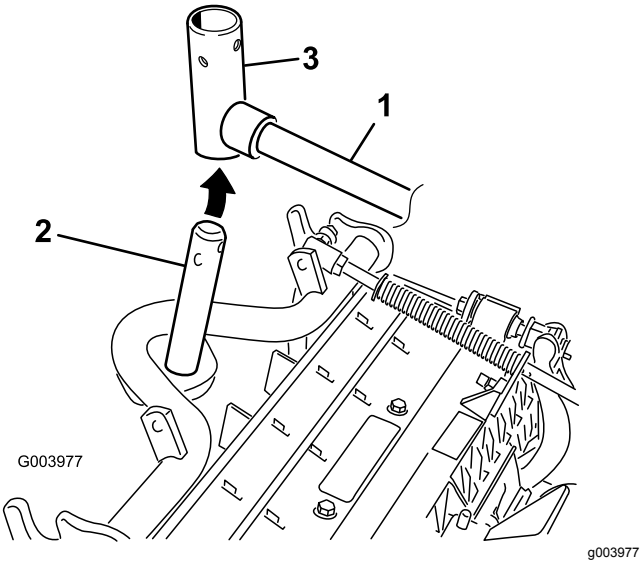

**Figur 10**
8. Hvad angår de forreste klippeenheder, skubbes en klippeenhed ind under løftearmen, mens bærerammeakslen sættes op i løftearmens drejegaffel (Figur 10).
B. Sæt løftearmsgaflen på bærerammens aksel (Figur 10).